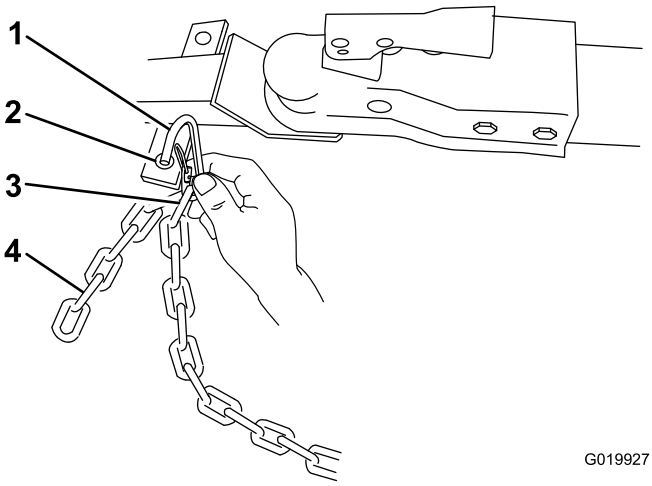

Figure 27
3. Connect each length of chain to the safety chain mounting point on the tow vehicle with the connecting links (Figure 27).
Note: For end-dump models, connect the connecting links to the appropriate links in the safety chain (Figure 27). If the excess chain hangs too low and touches the ground, connect it again to the connecting link to raise it away from the ground.